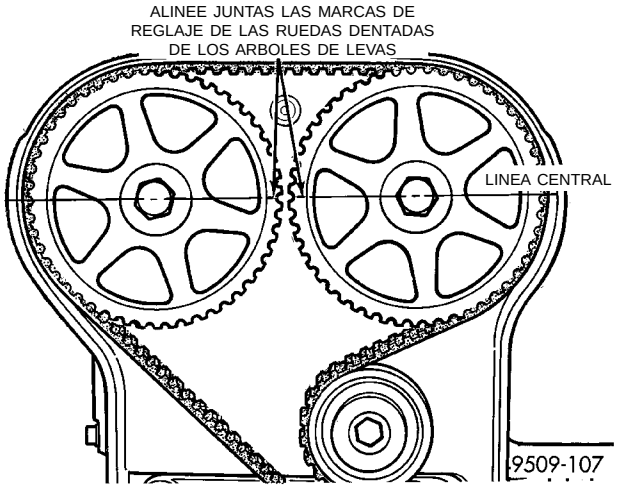

Fig. 47 Marcas de reglaje del árbol de levas
(5) Coloque juntas las marcas de reglaje de los árboles de levas alineando las acanaladuras de las ruedas dentadas (Fig. 47).